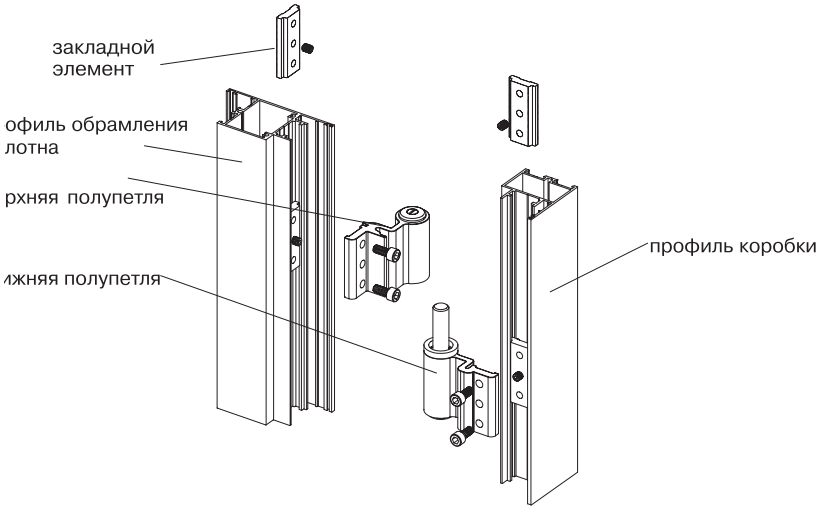

**Рисунок 5**
**4.5** Полотно калитки навешивается на двух регулируемых петлях. Полупетли крепятся двумя винтами к закладным элементам, закрепленным в специальных пазах профиля обрамления полотна и профиля коробки калитки (рисунок 5).